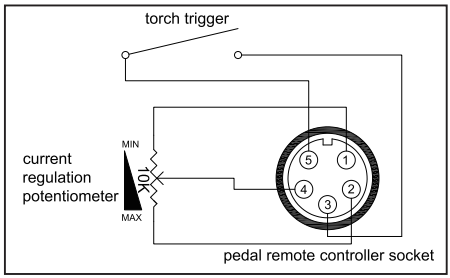

Fig 12.2
- Connect the pedal remoter to the welder front panel pedal controller interface through dedicated cable. See Fig 12.2